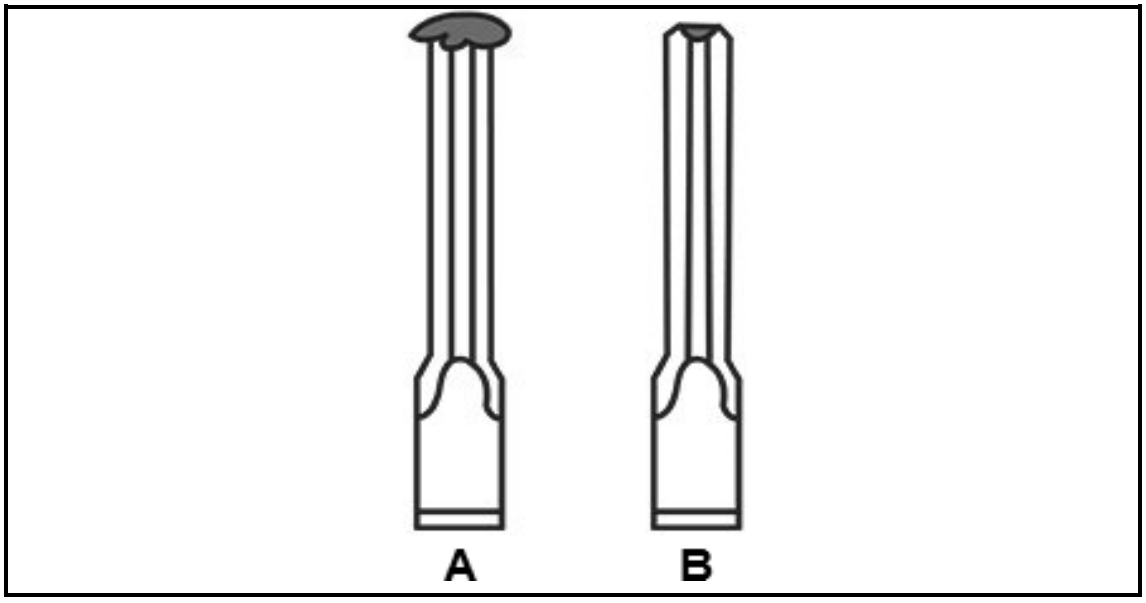

FIGUUR 3 (2 × 1) (2)
2.5 FIGUUR 3 toon twee soorte beitels (A en B). Een is korrek en die ander een is verkeerd.